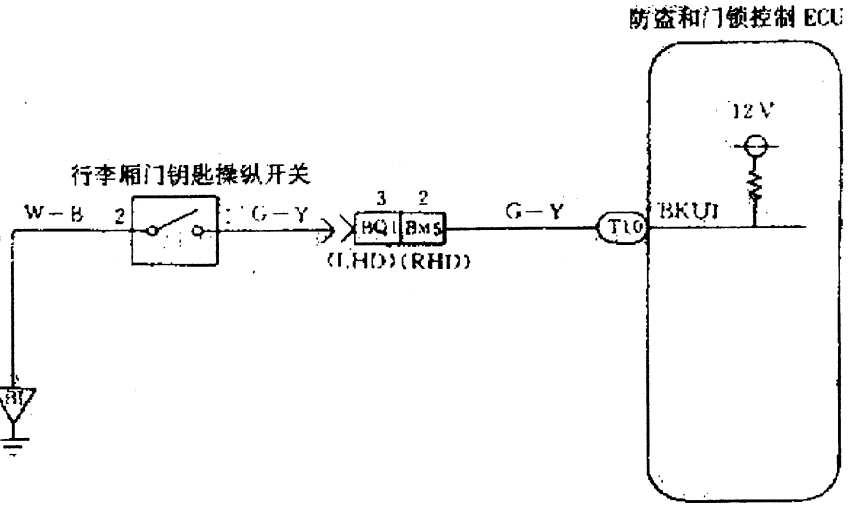

图 2－21　凌志 LS400 行李厢门钥匙操纵开关电路
①检查行李厢门钥匙操纵开关连接器的端子 1 与车身接地之间的电压：
c. 测量钥匙转至打开侧和不转时，行李厢门钥匙操纵开关连接器的端子 1 与车身接地之间的电压，如图 2－22 所示；